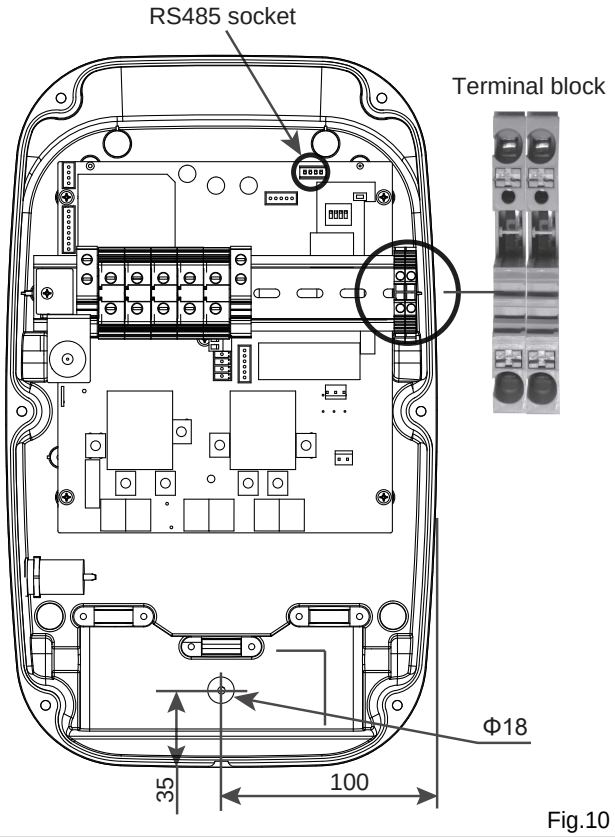

Fig.10
3.Drill holes according to Fig.10.